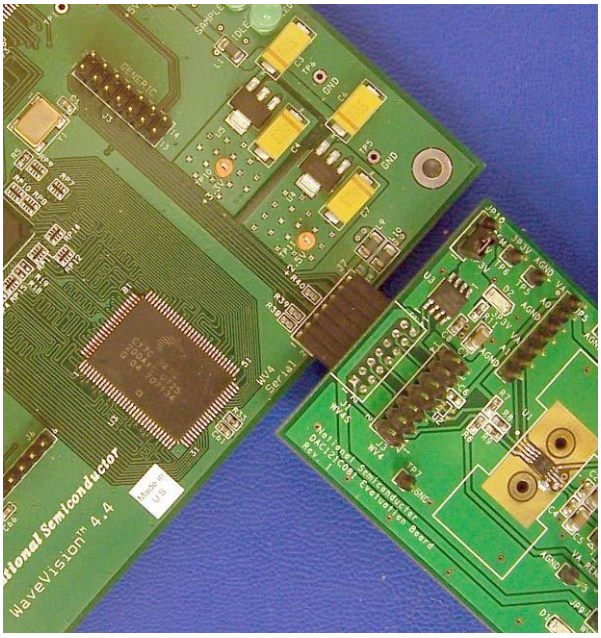
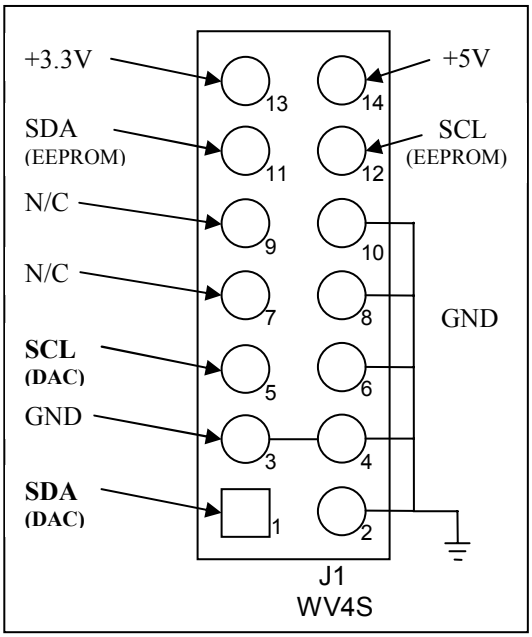

Figure 3: WV4 to DAC121C08XEB Connection
Figure 4: J1 (WV4S) Header
4. Connect the **J1** header on the DAC121C08XEB evaluation board to the WV4 serial connector (**J7**) on the WV4 board. Refer to *Figure 3* for the serial connection and *Figure 4* for the J1 header pin out. *Note*: J1 on the DAC121C08XEB is intentionally stuffed on the bottom side of the board.